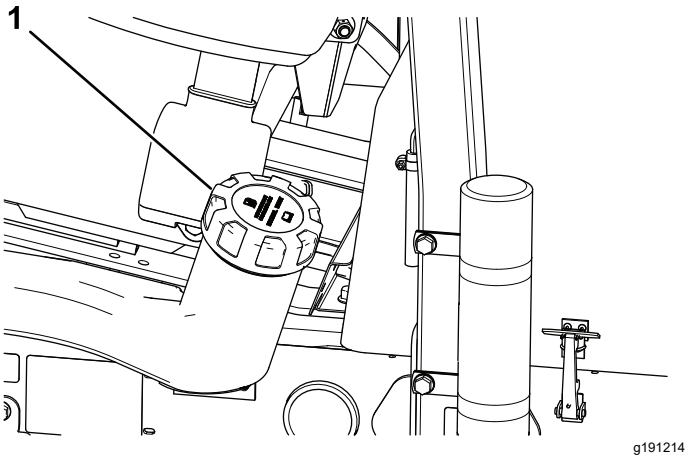

**Figur 46**
2. Rengör området runt tanklocket (Figur 46).